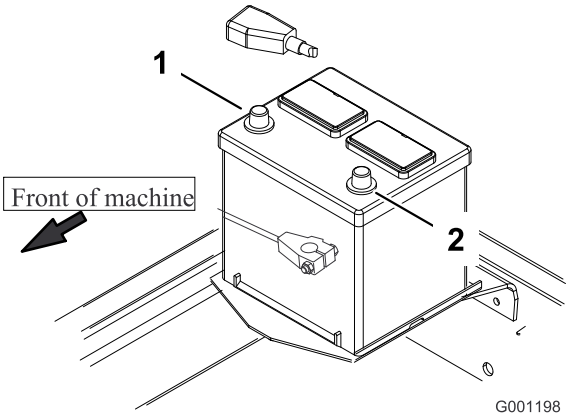

Figuur 11
8. Bevestig eerst de pluskabel (rood) aan de klem van pluspool (+) van de accu en daarna de minkabel (zwart) aan de klem van minpool (-) van de accu (Figuur 11). Schuif het rubberen stofkapje over de pluspool om eventuele kortsluiting te voorkomen.